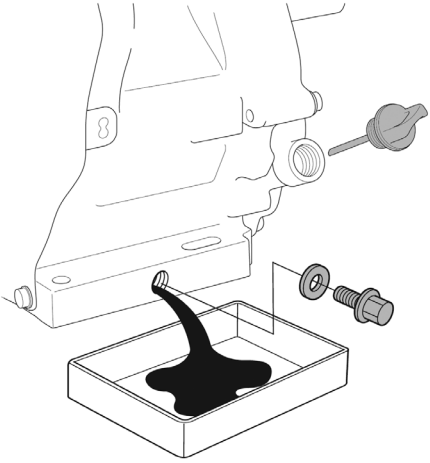

Рис. 13 Замена масла в двигателе
4. Очистите от загрязнений крышку-щуп и зону вокруг маслозаливной горловины. Извлеките крышку-щуп из маслозаливной горловины (Рис. 13) и протрите щуп чистой ветошью.
5. Открутите пробку для слива масла и слейте отработанное масло в подготовленную для этого емкость (Рис. 13).